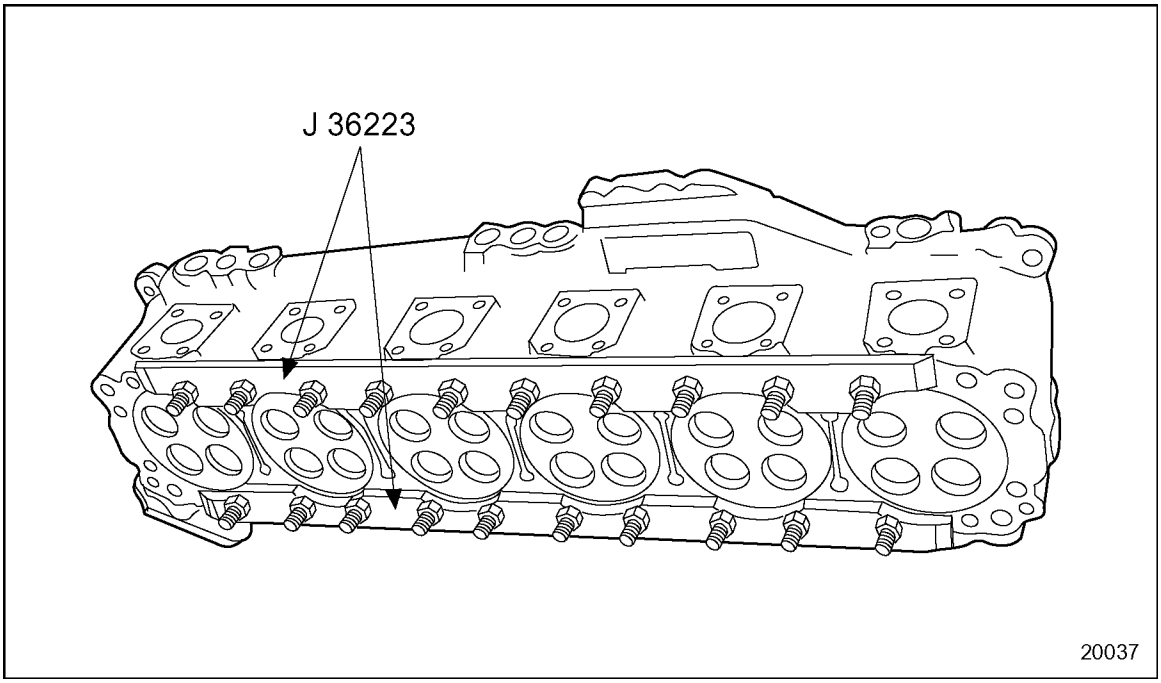

Figure 1-38 Cylinder Head Pressure Test Equipment Installation
1. Install the test strips (part of cylinder block pressure test kit, J 36223) to the firedeck on the cylinder head. See Figure 1-38.